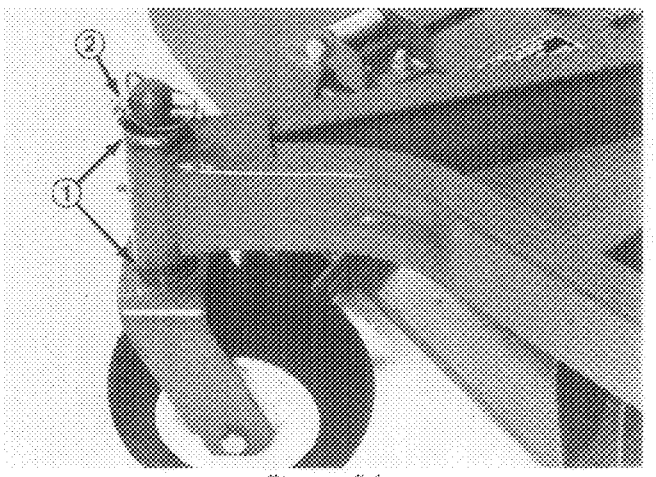

Figure 34
side of the cutting unit raised. Remove the lynch pin securing castor wheel on low end (Fig. 34) and remove castor assembly.
C. If cutting unit is operated at 2 to 4 in. (51 to 102 mm) height-of-cut, lower the high side of cutting unit. Remove lynch pin of castor at high end of unit and remove castor assembly (Fig. 34).